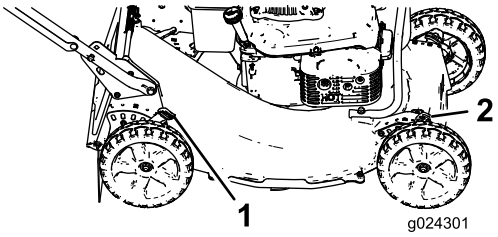

**Rysunek 10**
1. Pociągnij dźwignię wysokości koszenia w stronę koła (Rysunek 10) i przestaw dźwignię do żądanego ustawienia.